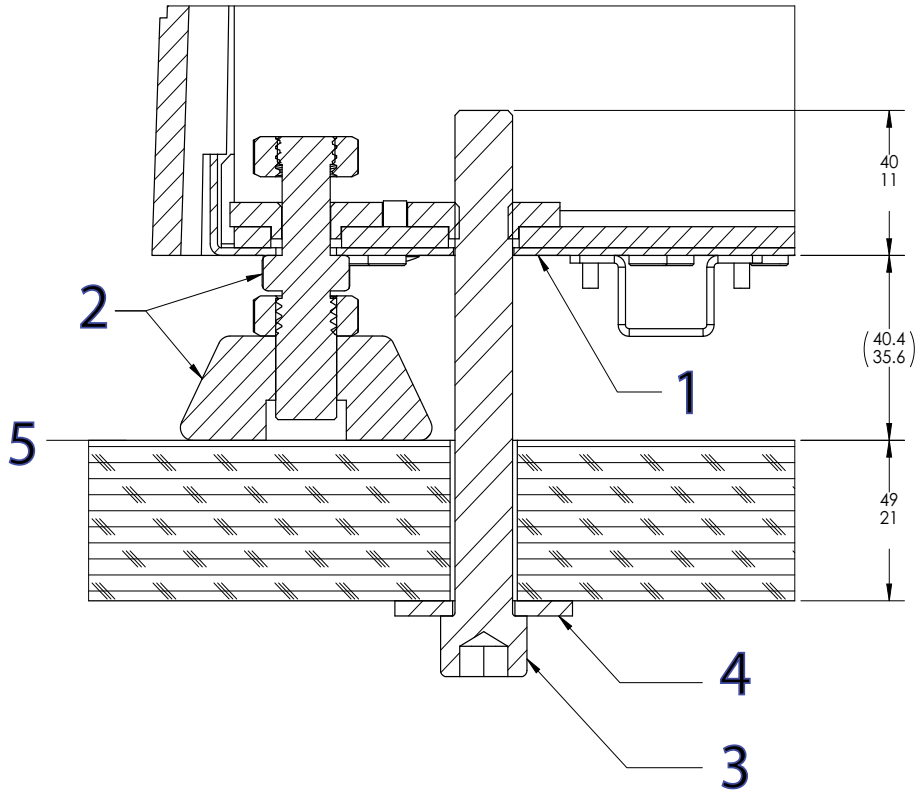

図 15. フレームをテーブルに固定します。
説明 図 15
3. 66 ページの図 15 に示すように、各ボルトと特大ワッシャーを取り付けます。